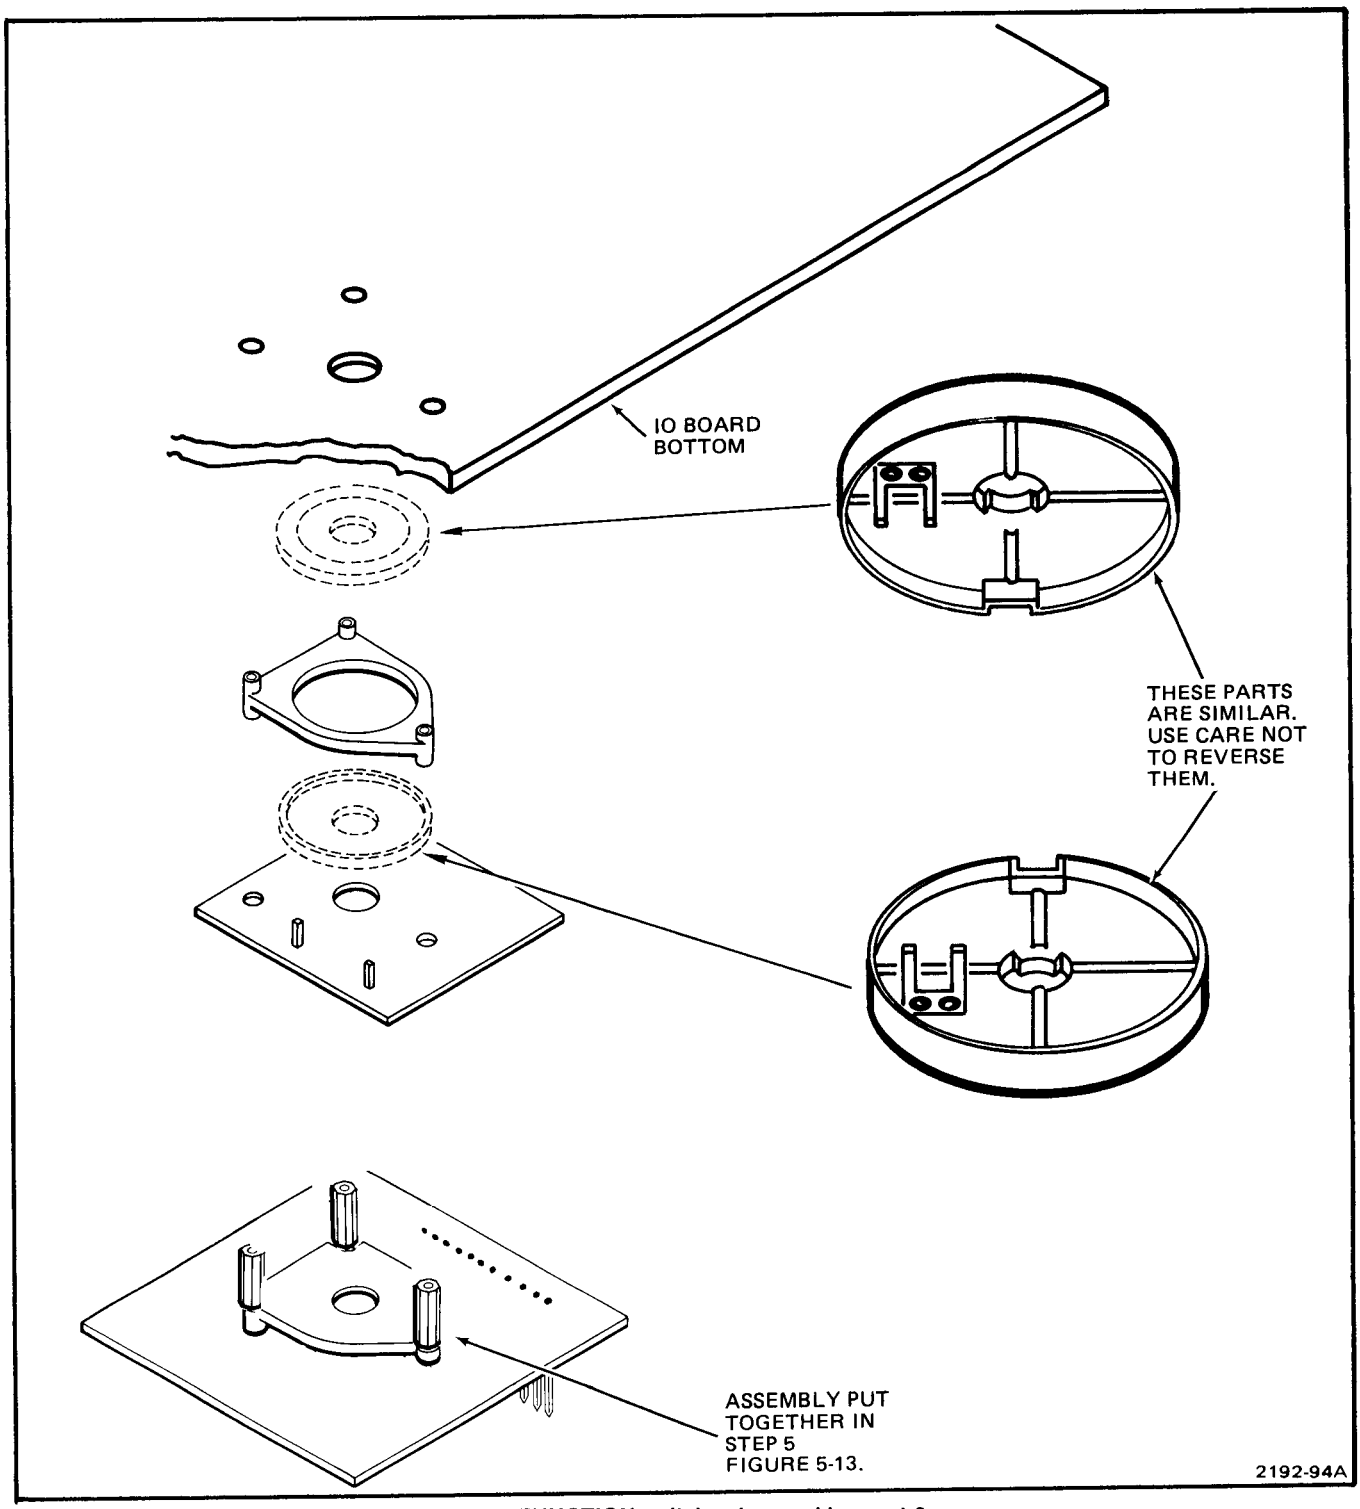

Fig. 5-15. FUNCTION switch subassembly—part 3.
7. Assemble pieces shown in Fig. 5-15. Parts slide onto portion of shaft extending through IO board.